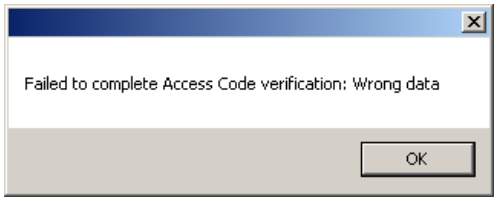
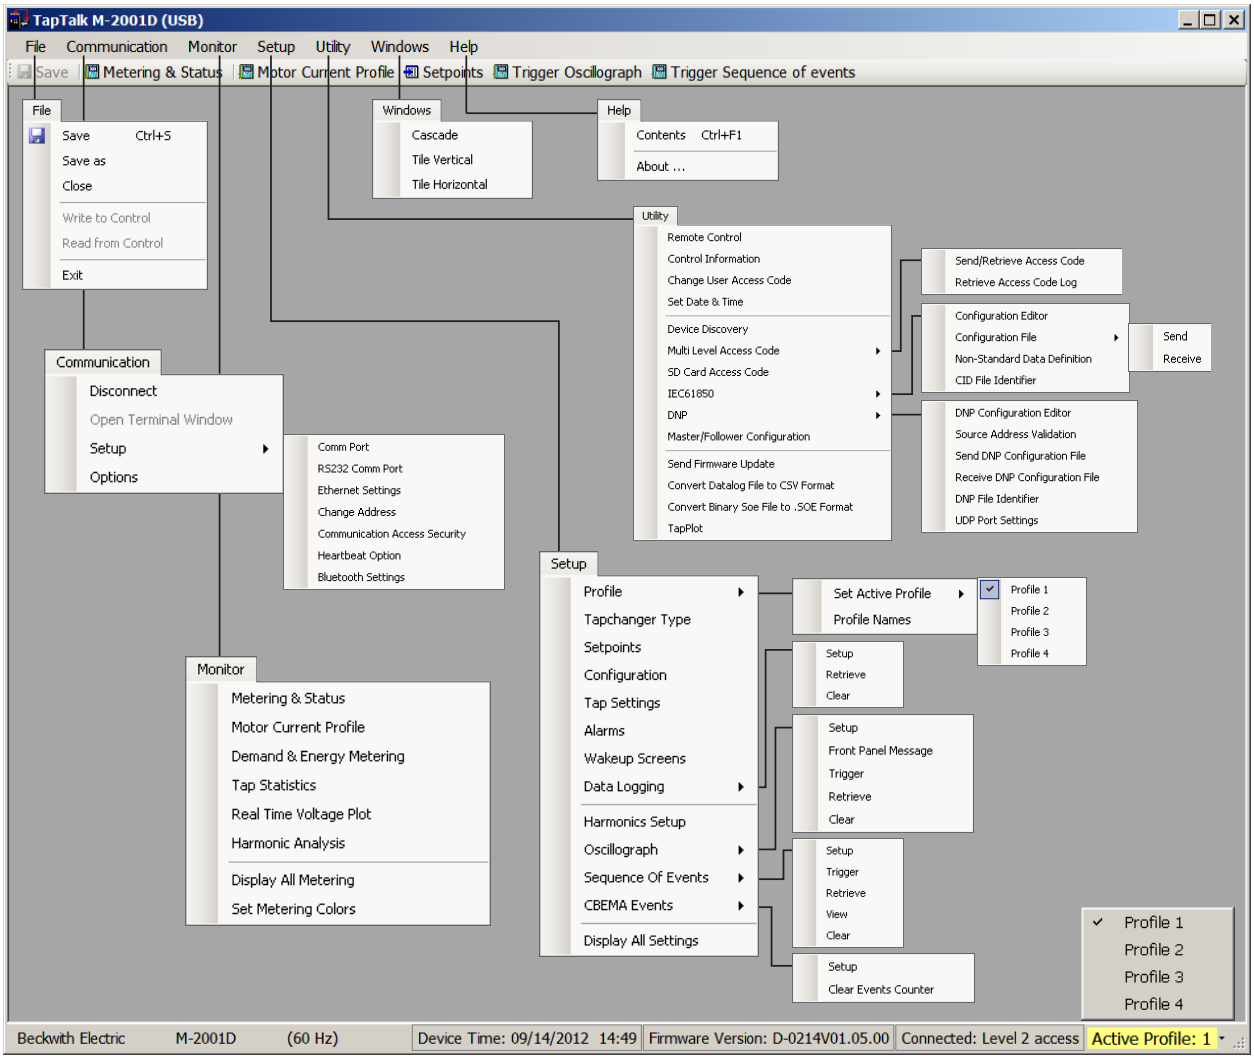

Figure 3-4 Failed to complete Access Code Verification Error Screen
Figure 3-13 TapTalk Main Screen Menu Selections (Connected)
11. If Level 1 Access is active and an invalid access code was entered, then TapTalk will display a "Failed to complete Access Code Verification" error message (Figure 3-4).
9. If Level 1 Access is active and an invalid access code was entered, then TapTalk will display a "Failed to complete Access Code Verification" error message (Figure 3-4). Select **OK**. TapTalk will briefly display the "Successfully Connected Read-Only Access" screen (Figure 3-5) and then display the connected version of the TapTalk Main Screen (Figure 3-13) with Read-Only permission.
8. If Level 1 Access is not active or the proper Level 1 or Level 2 access code was entered, then TapTalk will briefly display a "Successfully Connected Level 1/Level 2" confirmation screen, then display the connected version of the TapTalk Main Screen (Figure 3-13) with the appropriate Access Level.
7. If Level 1 Access is not active or the proper Level 1 or Level 2 access code was entered, then TapTalk will briefly display a "Successfully Connected Level 1/Level 2" confirmation screen, then display the connected version of the TapTalk Main Screen (Figure 3-13) with the appropriate Access Level.
8. If Level 1 Access is active and an invalid access code was entered, then TapTalk will display a "Failed to complete Access Code Verification" error message (Figure 3-4). Select **OK**. TapTalk will briefly display the "Successfully Connected Read-Only Access" screen (Figure 3-5) and then display the connected version of the TapTalk Main Screen (Figure 3-13) with Read-Only permission.
The TapTalk® Main Screen "Connected" (Figure 3-13) also displays the type of connection that is in effect (top of menu bar), and on the bottom menu bar the Control Time, Firmware Version, Connection Status and Active Setpoint Profile. When in File Mode with a named file open the file name and path to the file are displayed in the top menu bar. Also displayed is the Active Profile in the bottom menu bar.